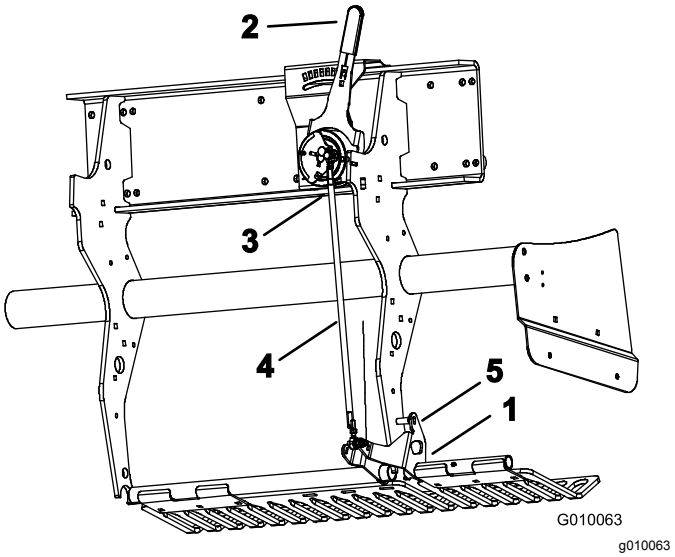

Figuur 59
2. Draai de linkerbevestigingsbeugel van de beschermvingers (Figuur 59) omhoog totdat u een borgpen (5/16" boorstang of tapbout) kunt steken tussen de beugel en de buis voor de instelling van de werkdiepte die op het frame is gelast.
3. Zet de hendel van het grondvolgsysteem (Figuur 59) op H (diepste stand).
4. Maak de buitenboord-kogelschakelaar (Figuur 59) los van de kabelboom (schakelaar voor Hoog-Laag).
5. Draai de (linker en rechter) contramoeren op de trekstang voor de instelling van de werkdiepte los (Figuur 59).